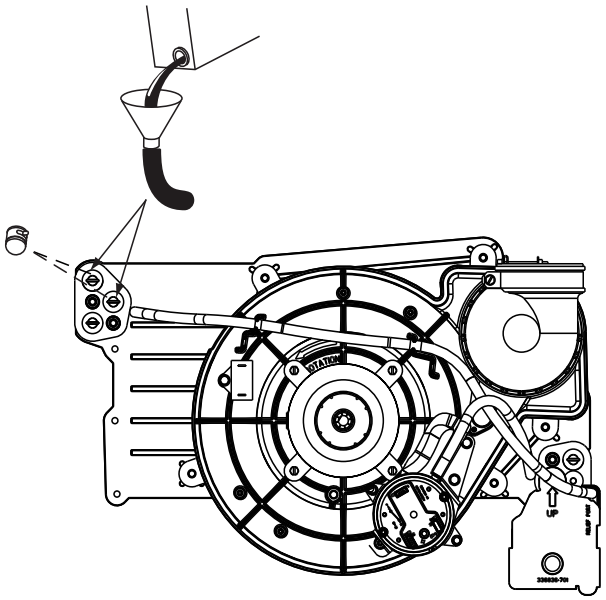

**Fig. 62 – Priming Condensate Trap**
1. Remove upper and middle collector box drain plugs opposite of the condensate trap (Fig. 62).